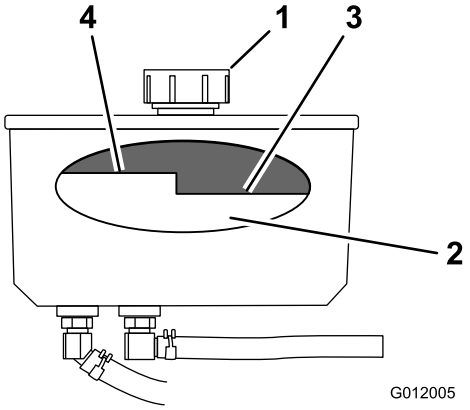

**Figur 72**
4. Rengjør rundt lokket og påfyllingshalsen på tanken for hydraulisk olje (Figur 72).
5. Ta lokket av påfyllingshalsen (Figur 72).
**Merk:** Oljenivået skal være under nivået ”hot” på skjermen når væsken er varm (Figur 72).